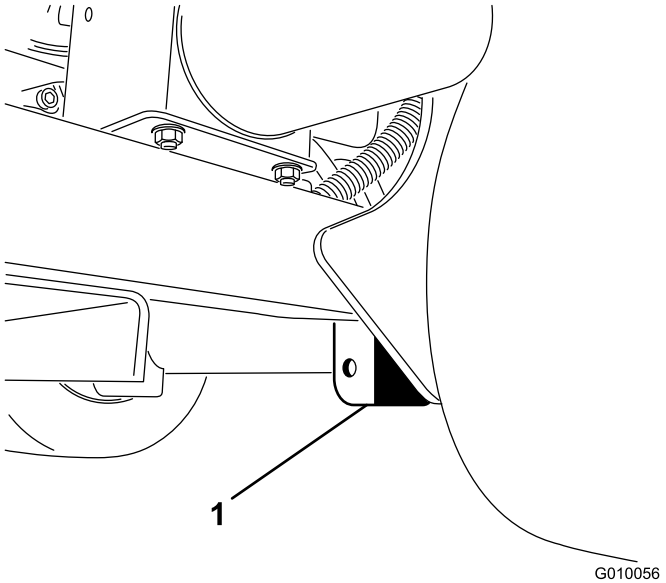

Figure 41
2. Placez le cric correctement sous la plaque du châssis, juste à l'intérieur de la roue arrière (Figure 41).